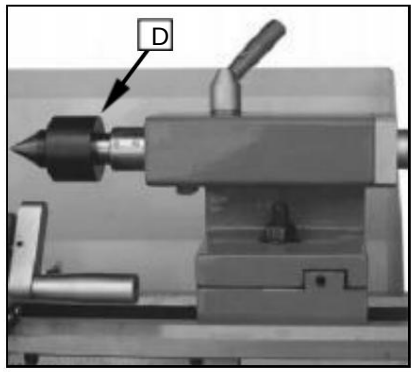

Fig. 29
5. Skruva loss muttern (D, Fig. 29) från ledskruven eller muttrarna (E, Fig. 19) från kvadrantbultarna för att ta bort växlarna framifrån.
Spännande centrum är monterat i kullager. Dess användning rekommenderas starkt för svängning vid hastigheter över 600 rpm. (bild 29)